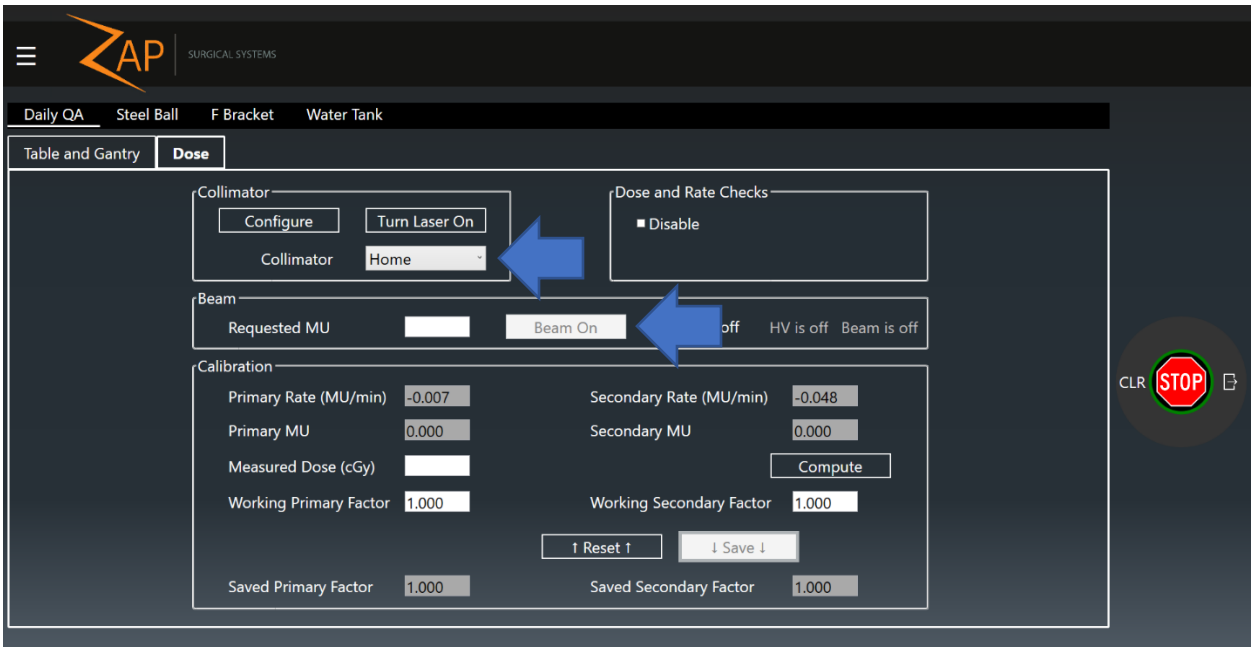

Figura 3-10 Pagina Daily QA, scheda Dose. Le frecce indicano il valore da inserire per la selezione del collimatore e l'impostazione dell'esposizione.
9. Fare clic sulla scheda **Dose** (vedi Figura 3-10).
13. Attendere la fine dell'erogazione. Se la casella **HV Auto-off** è spuntata, l'alta tensione sarà spenta alla fine dell'erogazione del fascio radiante. Se si preferisce tenere l'alta tensione (HV) accesa durante esposizioni ripetute, togliere la spunta a questa casella.